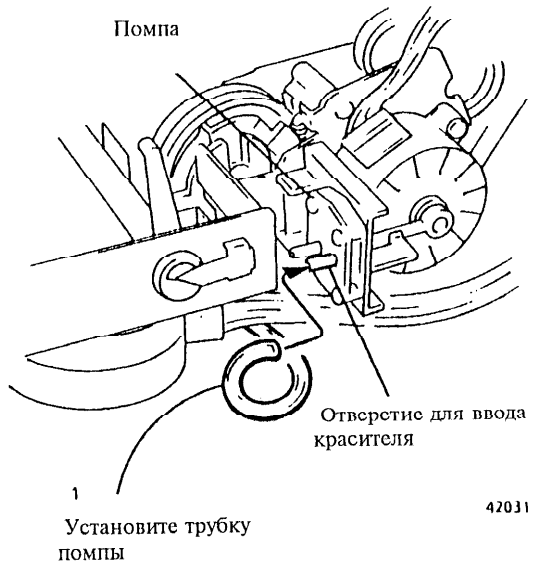

Рис. 4 Установка трубки помпы
8. (Рис. 4): Вновь установите трубку помпы.